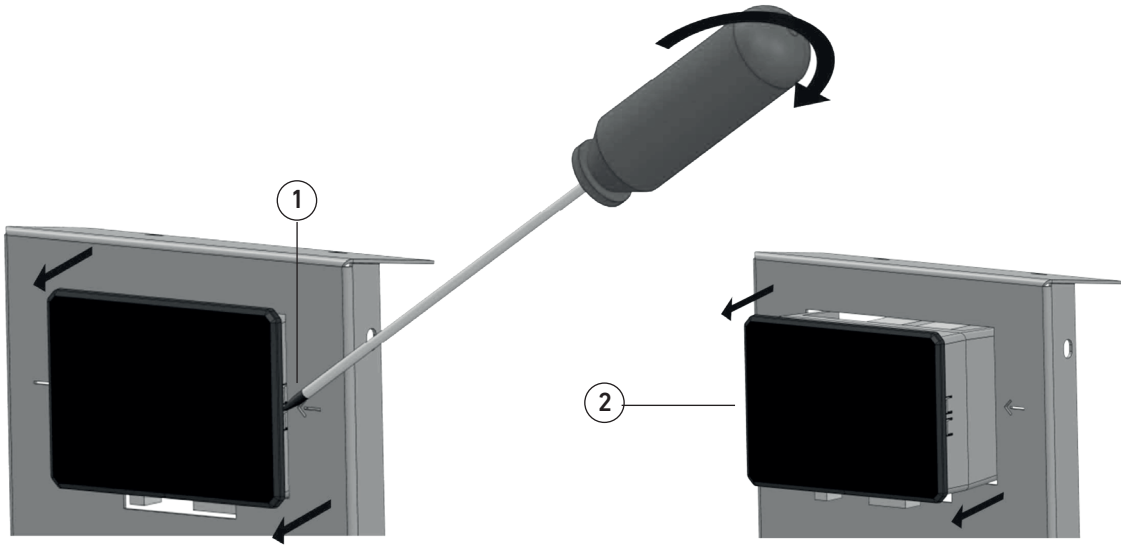

fig. 23
- Tourner légèrement le tournevis vers la tôle et appuyer doucement dans le sens de la flèche pour dégager les dents de fixation de la centrale (Fig. 23 détail 1) et l'extraire de son logement (fig. 23 détail 2) ;
- Retirer la centrale et enlever les fiches de connexion (fig. 23 détail 2).